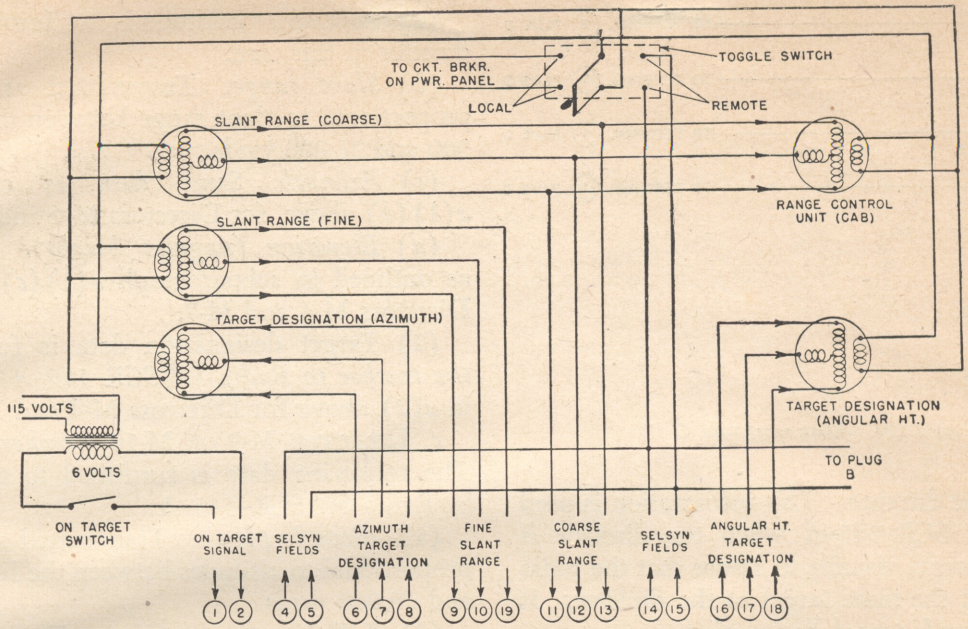

Figure 122. Data receptacle A.
(4) The accompanying diagrams (figs. 122, 123, 124, and 125) show the use of the various conductors in the four data receptacles. Numbers between 1 and 19 which do not appear in the diagrams are spares.